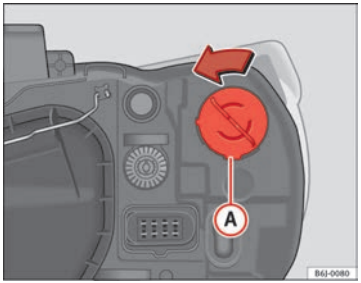

Fig. 158 Single turn signal lamp
– Rotate the bulb holder ⇒ fig. 158 (A) to the left and pull.